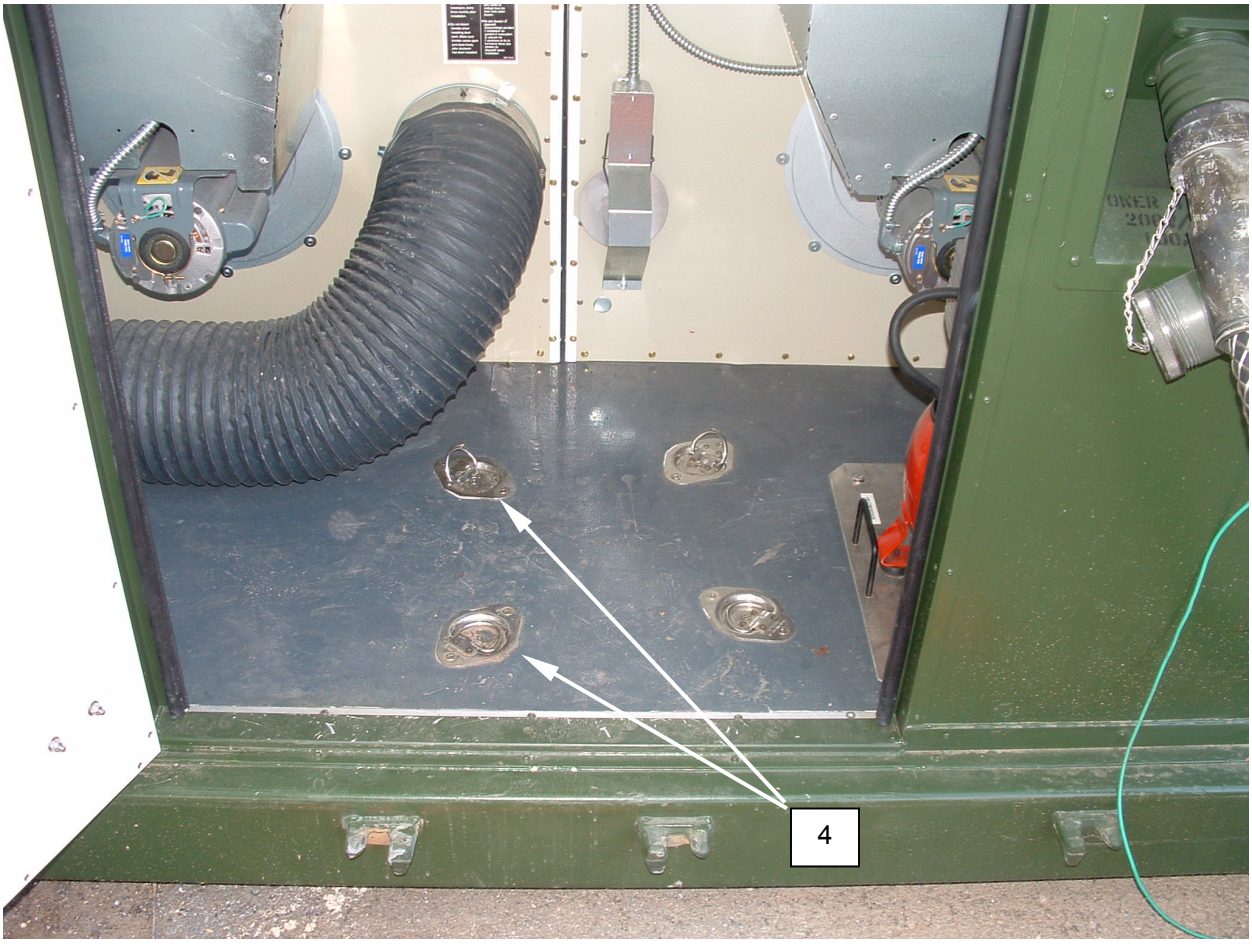

Figure 12. Pack the Footlocker in the CBL.
1. Locate the four D-rings **(Figure 12, Item 4)** in the dryer side CBL deck. Flip the inside D-rings up.